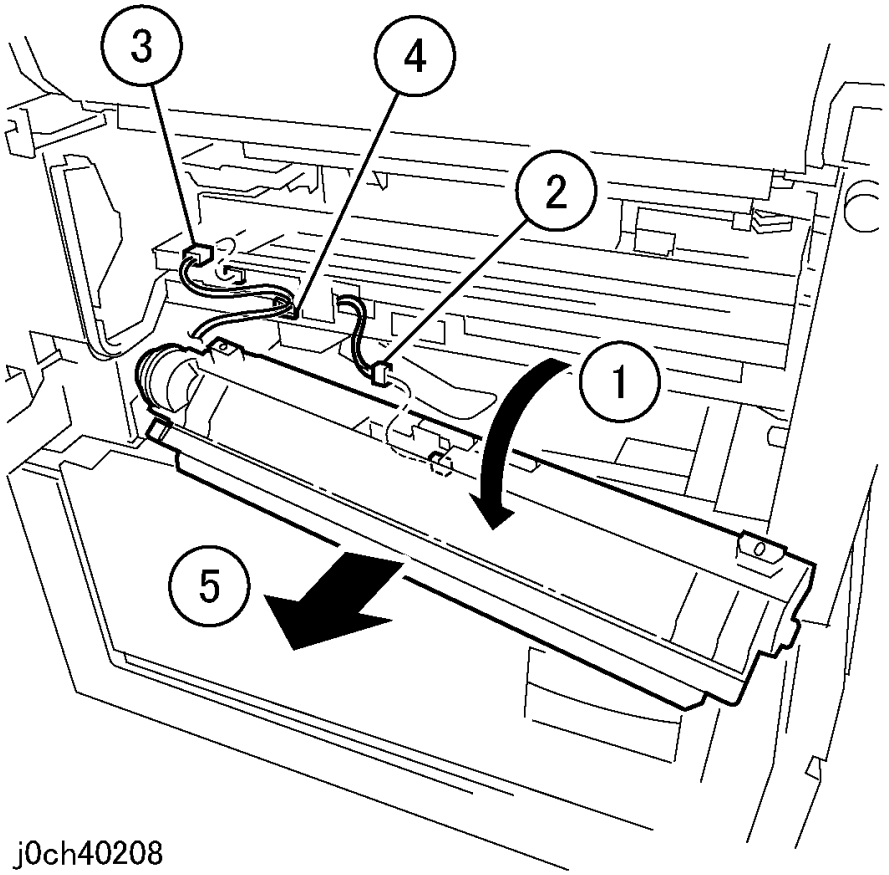

Рисунок 3 Снятие узла регистрации (j0ch40208)
7. Снимите узел регистрации (рисунок 3).